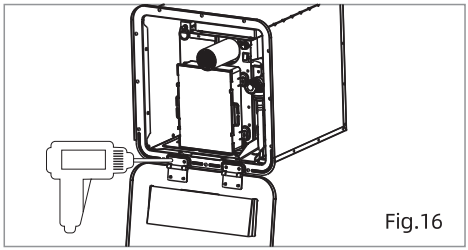

Fig.16
4. Install the water heater door (Fig.16)